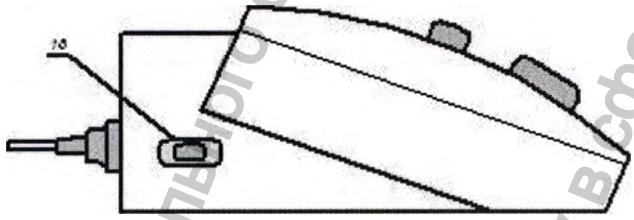

Рисунок 2. Аппарат для лечения токами надтональной частоты, местной дарсонвализации, гальванизации и проведения электрофореза «УльтраДар-ЭМА-Н». Вид слева.
8.3.1 Вставить колодку резонатора в штепсельный разъем (1), расположенный на левой боковой стороне аппарата (рис.2).